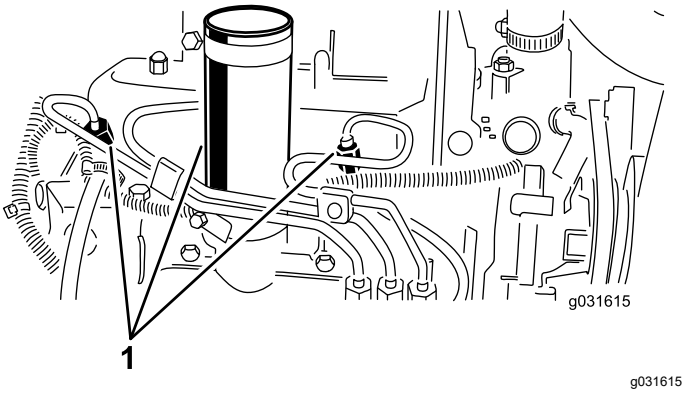

Figura 54
1. Liberte a tubagem que se encontra ligada ao injetor nº 1 e à estrutura de suporte da bomba de injeção (Figura 54).